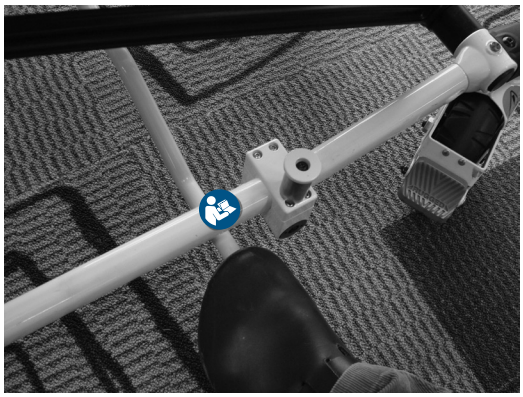

Abbildung 38
1. Bediener 1 klappt den Ständer mit dem Fuß aus, wie in Abbildung 38 dargestellt.